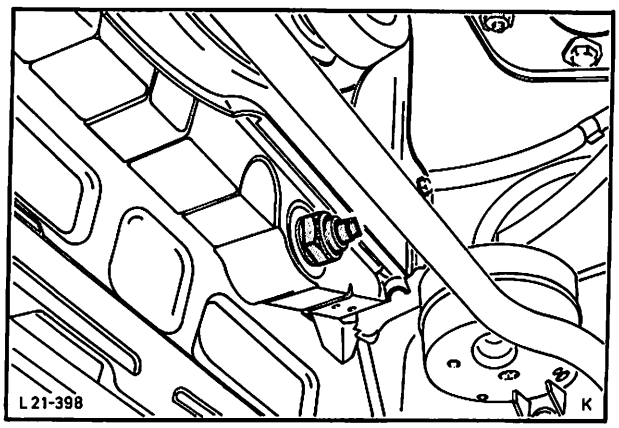

Abb. 12 Temperaturgeber am Kühler
4. Schlauch zum Ausgleichbehälter – Kühlmittel vom Kühler abbauen und Kabel-Temperaturgeber am Kühler abklemmen, Abb. 12. Luftführung vom Kühler abbauen, Kühler abschrauben (4 Schrauben) und mit Luftführung herausnehmen.